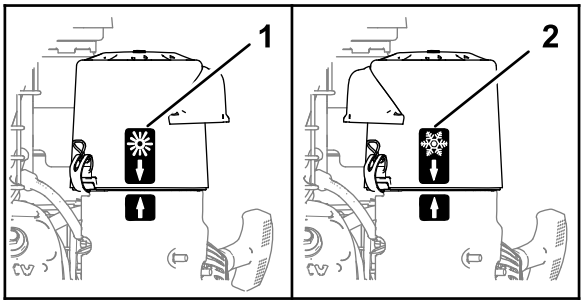

Figur 10
- Når der arbejdes i en **tilstand med kold omgivende luft** (kold lufttemperatur og -fugtighed) – placer luftfilterdækslet med snefnugget, så det vender udad (Figur 10).
- Når der arbejdes i en **tilstand med normal omgivende luft** – placer luftfilterdækslet med solen, så det vender udad (Figur 10).